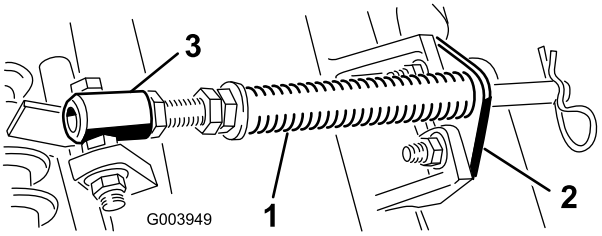

Figur 4
A. Fjern de to bræddebolte og møtrikker, der fastgør stangbeslaget på klippeenhedens tapper (Figur 4).
B. Fjern den flangemøtrik, der fastgør fjederrørets bolt på bærerammens tap (Figur 4). Fjern enheden.